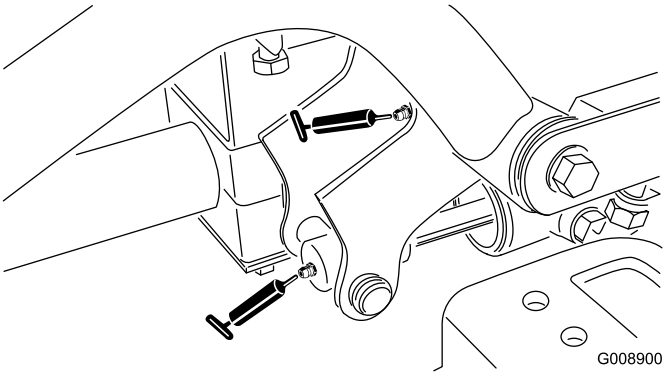

Figur 53
- Forreste venstre løftearms drejetap og løftecylinder (2) (Figur 53)